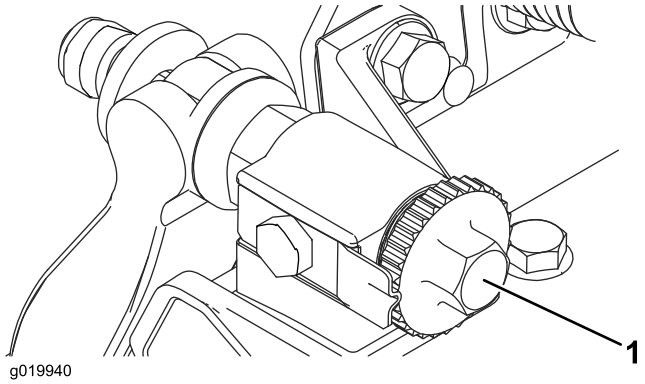

Figur 8
1. Sett klippeenheten på en jevn, plan arbeidsoverflate. Skru justeringsskruene for motstangen mot klokken for å sikre at motstangen ikke er i kontakt med spolen (Figur 8).